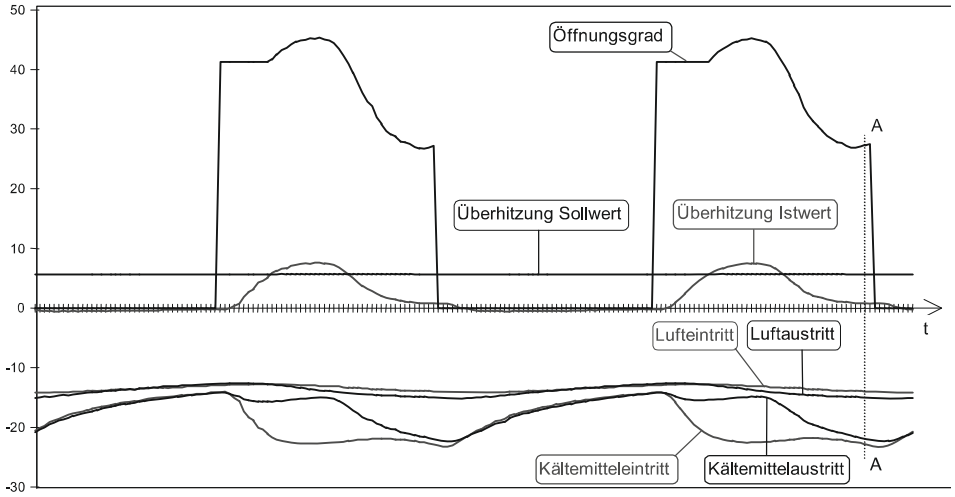

Abb. 1.10 Trend-Log eines elektronischen Reglers AKC (Baureihe Danfoss ADAP-KOOL®)
54. Werten Sie in dem vom AKC-Regler (Baureihe Danfoss ADAP-KOOL®) aufgezeichneten Trend-Log (Abb. 1.10) den regelungstechnischen Zustand der geregelten Medientempera-